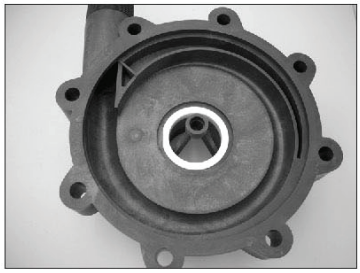

Figure 14
4. Pull housing (item 1) straight up to remove. Inspect housing for signs of wear or damage. Look for signs of rubbing, cracking on thrust ring, or damage to front shaft support. See figure 14.